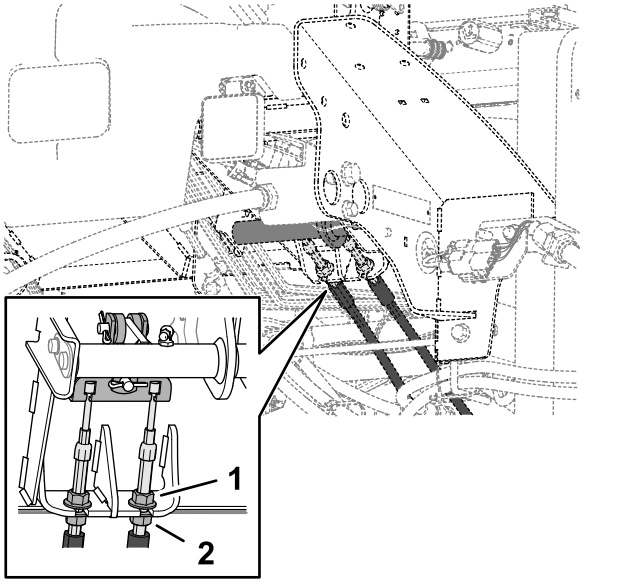

Figuur 113
5. Om de speling van het rempedaal te verminderen, draait u de voorste contramoeren los op het uiteinde met schroefdraad van elke remkabel (Figuur 113).